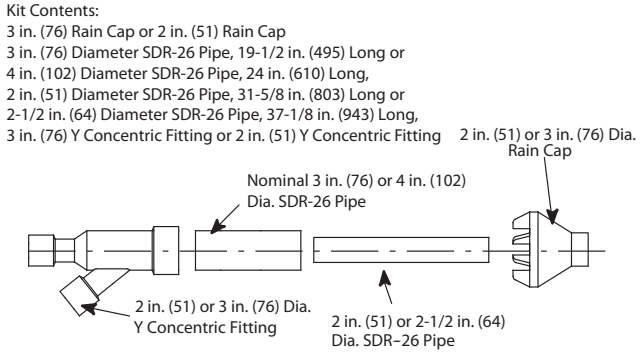

Fig. 30 - Kit Components
1. Determine termination locations based on clearances specified in following steps and as shown in Fig. 7**,** Fig. 30 through Fig. 35.
5. Partially assemble the concentric vent termination kit. Clean and cement the parts using the procedures for Joining Pipe and Fittings section of the manual. A) Cement the Y Concentric fitting to the longest of the two straight kit pipes. (See Fig. 30) B) Cement the rain cap to the shortest of the straight kit parts. (See Fig. 30).